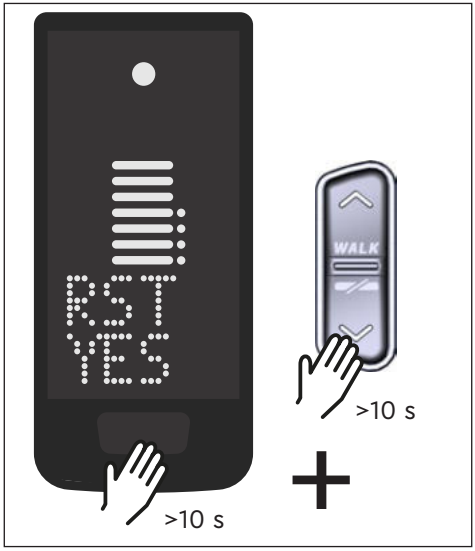

Abb. 10: Rücksetzen auf Werkseinstellungen
- ▶ Halten Sie die Bedientaste am Display und die Bedientaste UNTEN an der Remote für mindestens 10 s gedrückt, es wird zuerst der Setup-Modus und anschließend RESET angezeigt (siehe Abb. 10).